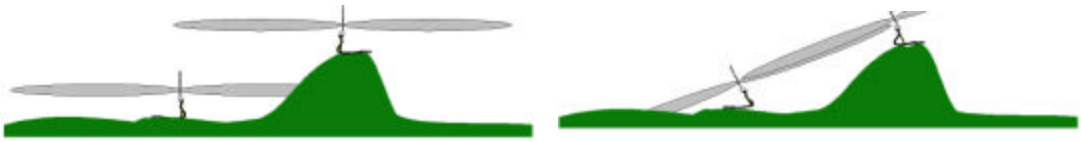

Figure 3-4 Omni-Directional Whip Elevation Difference
(4) If the antenna is tilted, the donut is tilted and may be transmitting over the top of the other radio. (Figure 3-4 (left figure))
(5) If there is a significant difference in elevation between two radio sites, then you might need to deliberately tilt the antenna. Or use a panel antenna. (Figure 3-4 (right figure))